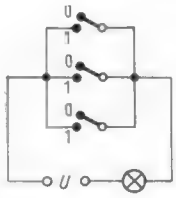

Bild 5. Darstellung der ODER-Funktion durch Parallelschaltung von Schaltern oder Relais-Arbeitskontakten
macht werden *(Bild 5)*. Nur, wenn alle Schalter offen sind (0), leuchtet die Lampe nicht (0). Ist ein Schalter geschlossen (1), brennt die Lampe (1).